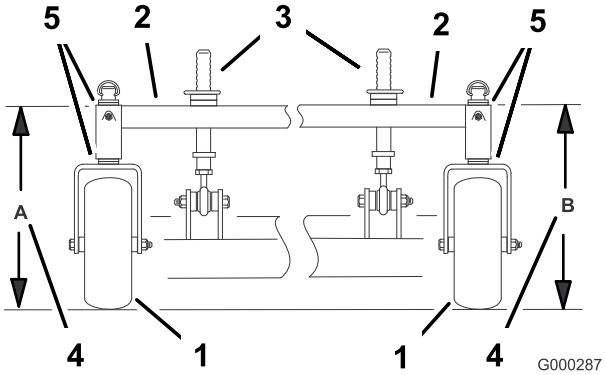

**Figure 72**
4. Mesurez la hauteur du bâti porteur au point **A** (Figure 72).
5. Mesurez la hauteur du bâti porteur au point **B** (Figure 72).